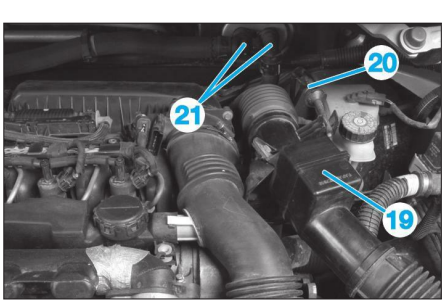

**Fig. 87**
• Déposer le conduit d'air (19) **(Fig.87)**.
- le tube de dépression (20).
- les durits (21).